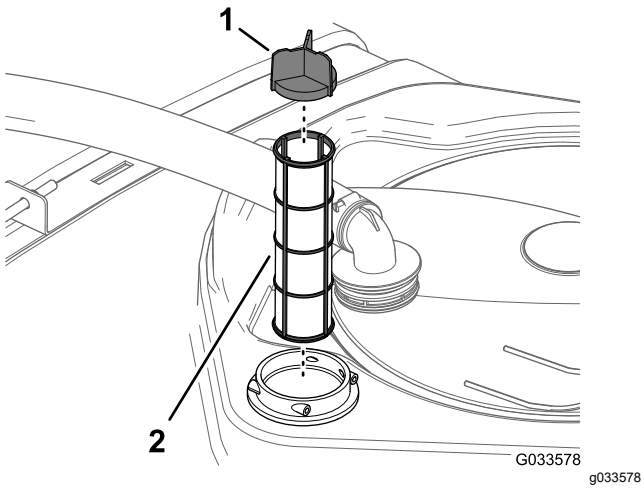

Figur 108
4. Ta bort det gamla sugfiltret från filterkåpan i tanken (Figur 108).